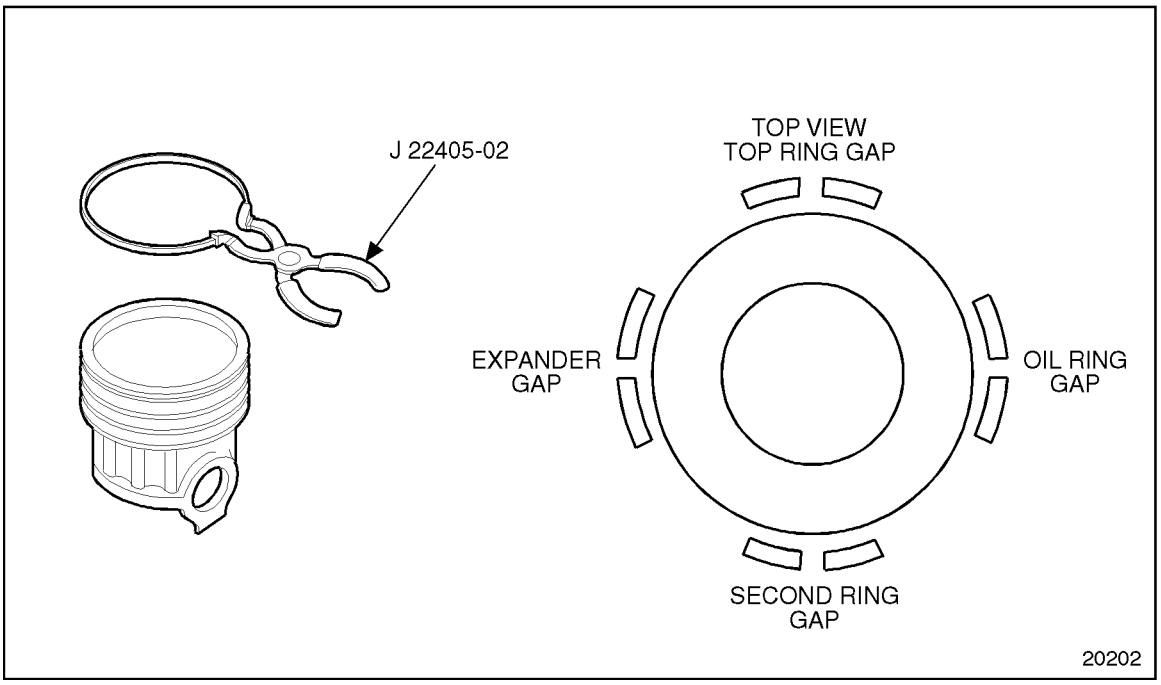

Figure 1-272 Piston Ring Positioning (Diesel)
1. Starting with the compression ring (second groove), install the compression ring and fire ring with tool J 22405-02. See Figure 1-272. Make sure the identifying dimple on the rings is installed up, toward the dome of the piston. See Figure 1-263for ring identification and locations.
2. Stagger the ring gaps around the piston. See Figure 1-272.